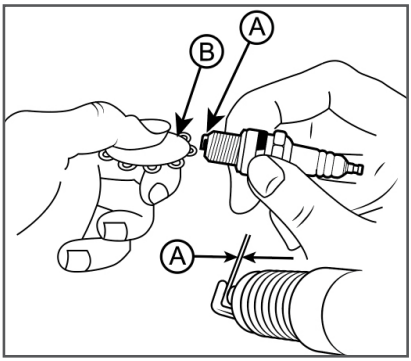

Рис. 15 Обслуживание свечи зажигания
4. Измерьте зазор между электродами свечи зажигания специальным щупом. Зазор должен быть 0,5 мм (Рис. 15). При необходимости, отрегулируйте зазор, аккуратно подогнув/отогнув боковой электрод.